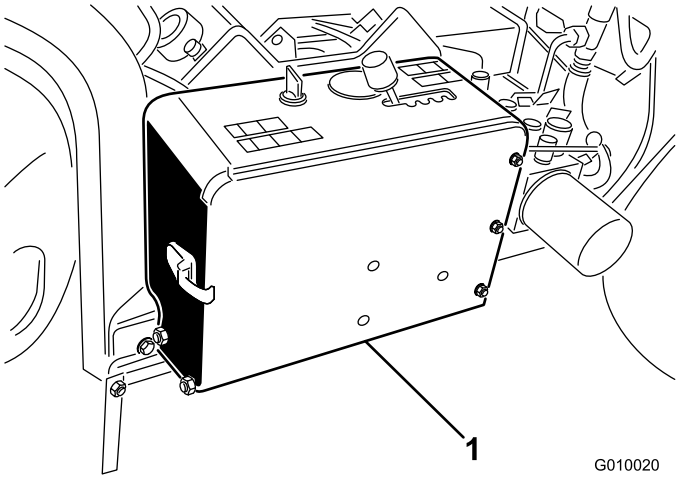

Figur 5
2. Fjern batteriet fra batterirommet (Figur 5).